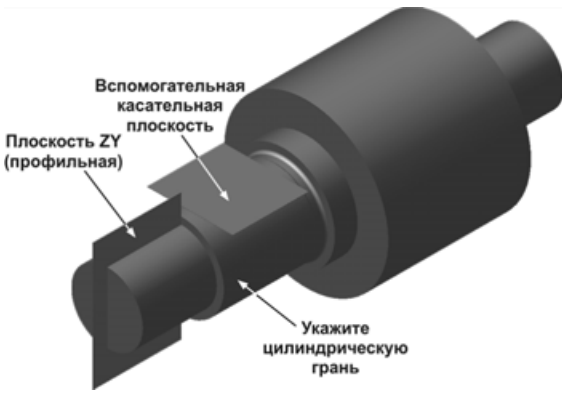

Рис. 5.244
- В окне модели укажите цилиндрическую грань, касательно к которой должна пройти плоскость (рис. 5.244).